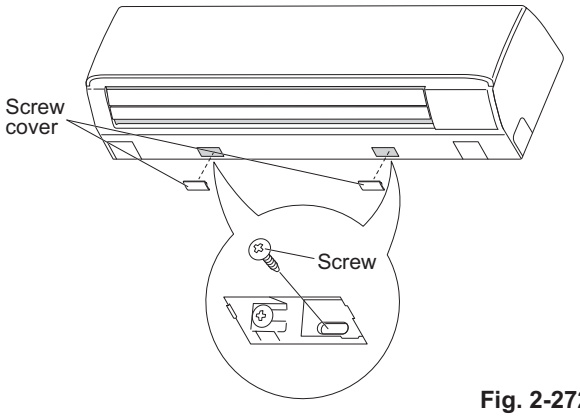

Fig. 2-272
(1) Remove the screw cover on the bottom surface. (Fig. 2-272)
(2) Fasten the frame to the rear panel using the 2 supplied tapping screws 4 x 10 mm. (Fig. 2-272)